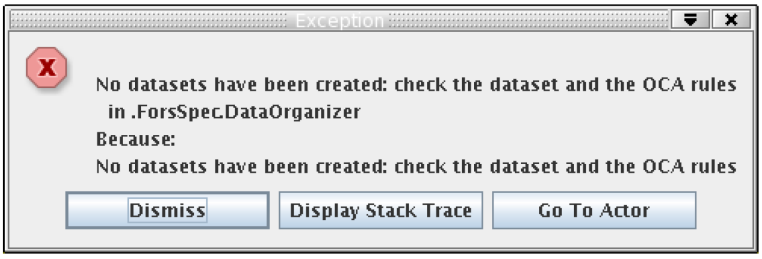

Figure 13.0.0: *The* `DataOrganizer` *interactive window reports an error "No DataSets have been created, check the data set and the OCA rules".*
- **it fails with error message "No DataSets have been created, check the data set and the OCA rules." (see Figure 13.0.0):**